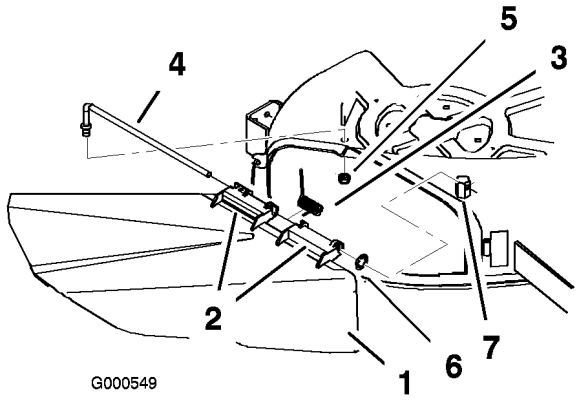

Figure 49
1. Repérez les éléments illustrés (Figure 49).
2. Retirez l'écrou (3/8 pouce) de la tige, sous le plateau de coupe (Figure 49).
du ressort et du déflecteur d'herbe (Figure 49). Enlevez le déflecteur s'il est endommagé ou usé.
4. Reposez le déflecteur d'herbe et la rondelle-frein intérieure (Figure 49).
6. Placez le ressort sur la tige, les fils d'extrémité dirigés vers le bas, entre les supports du déflecteur d'herbe. Insérez la tige dans le deuxième support du déflecteur d'herbe et la rondelle-frein intérieure (Figure 49).
7. Insérez la tige à l'avant du déflecteur dans la courte cheville de positionnement sur le plateau. Fixez l'extrémité arrière de la tige dans le plateau de coupe à l'aide d'un écrou (3/8 pouce) (Figure 49).